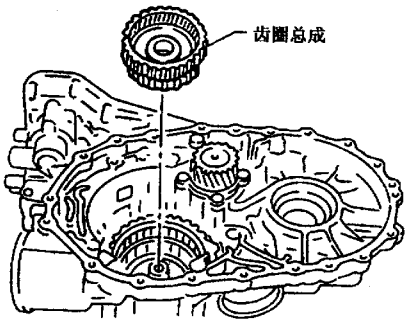

图 9－14－45
(8) 如图 9－14－46 所示，把滚针轴承装到后行星架上。